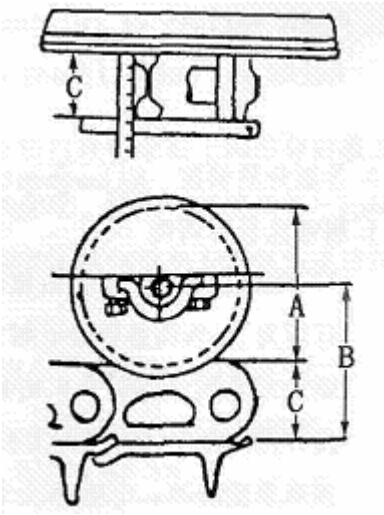

Рис. 5-34
5) Измерить внешний диаметр опорного катка (Рис. 5-34)